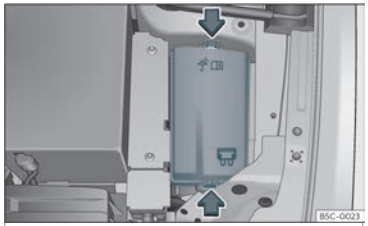

Abb. 48 Im Motorraum: Abdeckung des Sicherungskasten.
- Drücken Sie die Verriegelungslaschen, um die Abdeckung des Sicherungskastens zu entriegeln››› **Abb. 48** .